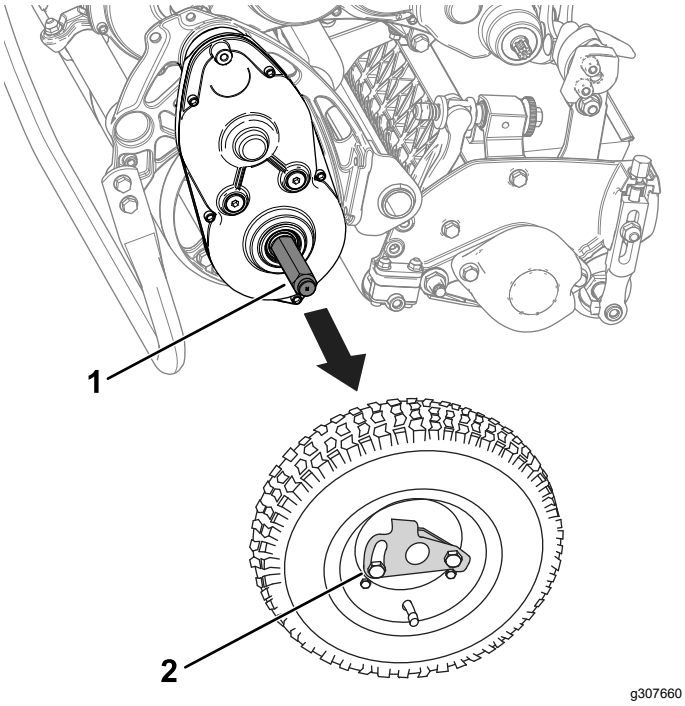

Figuur 12
3. Verwijder de transportwielen door de wielsluitklemmen uit de assen te drukken (Figuur 12).